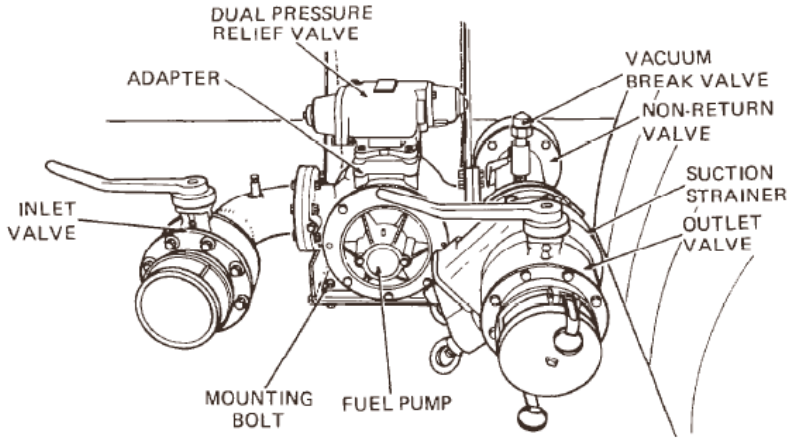

Figure 19 Fuel Pump and Associated Valves
d. Remove the four bolts, nuts and washers from the flange fitting at the non-return valve and remove the non-return valve (Figure 19).